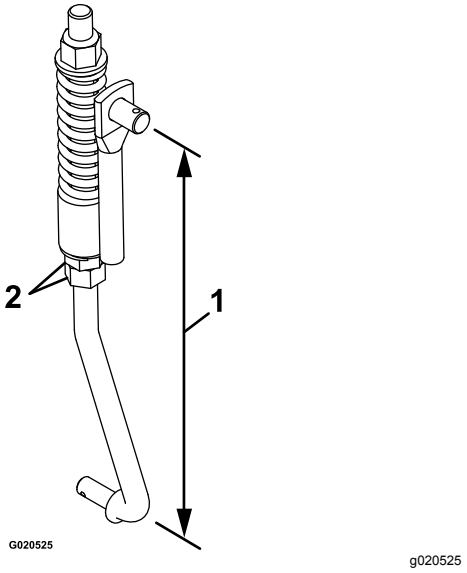

Figuur 59
8. Stel de lengte van de verbinding in met de 2 moeren onderaan de verticale veereenheid (Figuur 59).